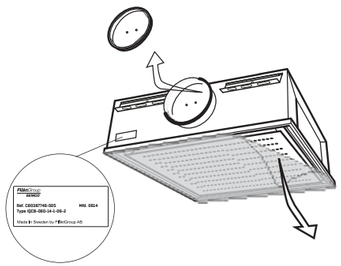

FIGURE 18
1) Before connecting the LYRA II IQCC to a duct system, make sure to remove the dust cap and the protective film covering the front panel. (See **FIGURE 18**)